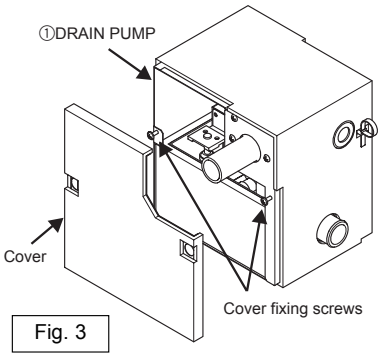

Fig. 3
(3) Loosen the drain-pump-cover fixing screws, and remove the cover. (Fig. 3)